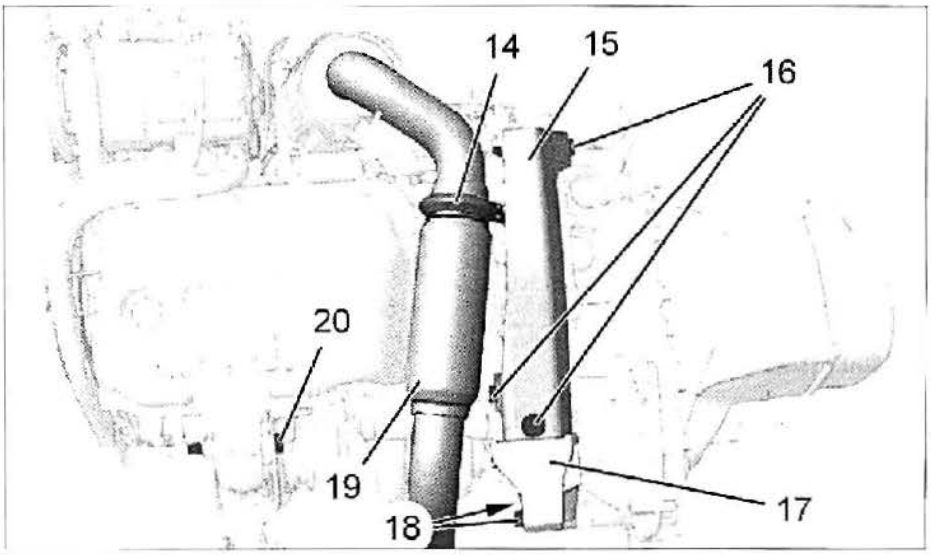

FIG. 5
• Desmontar **(fig. 5):**
- los tres tornillos (16)
- el impactador de caja de velocidades (15)
- los dos tornillos (18)
- el impactador trasero (17)
- la abrazadera de escape (14)